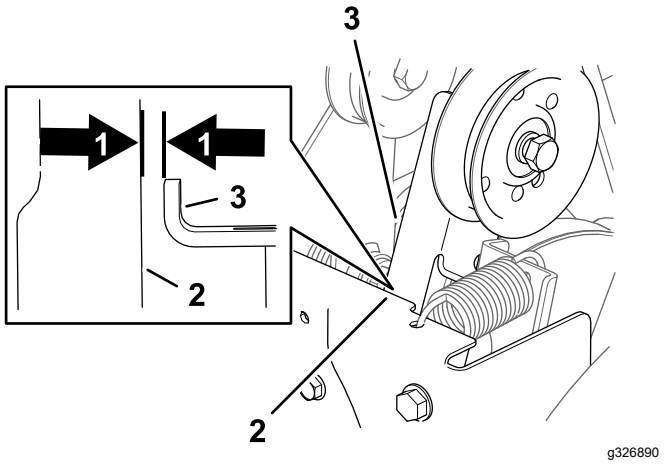

Figure 39
2. Le levier de commande de la brosse étant désengagé, vérifiez qu'il existe un jeu 1,5 mm entre le bras d'embrayage de la brosse et le cadre de la machine, comme montré à la Figure 39.